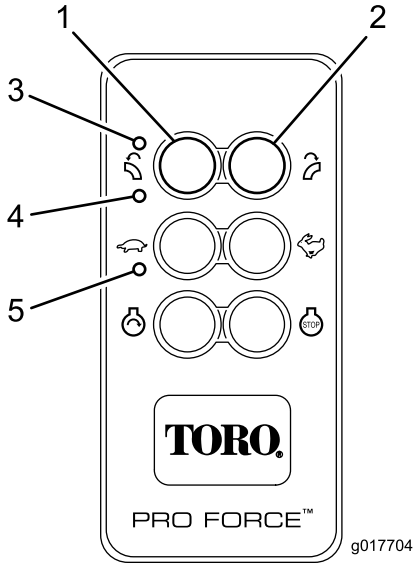

Figuur 13
U kunt de afstandbediening activeren (inschakelen) door op om het even welke knop te drukken. Knipperende TX- en RX-leds wijzen erop dat de afstandbediening actief is en in communicatie staat met de basiseenheid. Om de batterij te sparen blijft de afstandbediening ongeveer drie (3) seconden actief voordat ze automatisch uitgeschakeld wordt, tenzij u binnen de drie seconden op een knop drukt. Als er een time-out van de eenheid optreedt en deze wordt uitgeschakeld, doven alle ledlampjes van de afstandbediening (Figuur 13). Druk op om het even welke knop om de afstandbediening opnieuw in te schakelen.